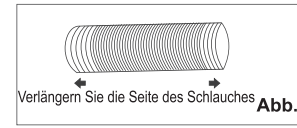

Abb.1
1. Ziehen Sie eine Seite des Schlauchs heraus (Abb.1) und schrauben Sie den Schlaucheinlass an (Abb.2).